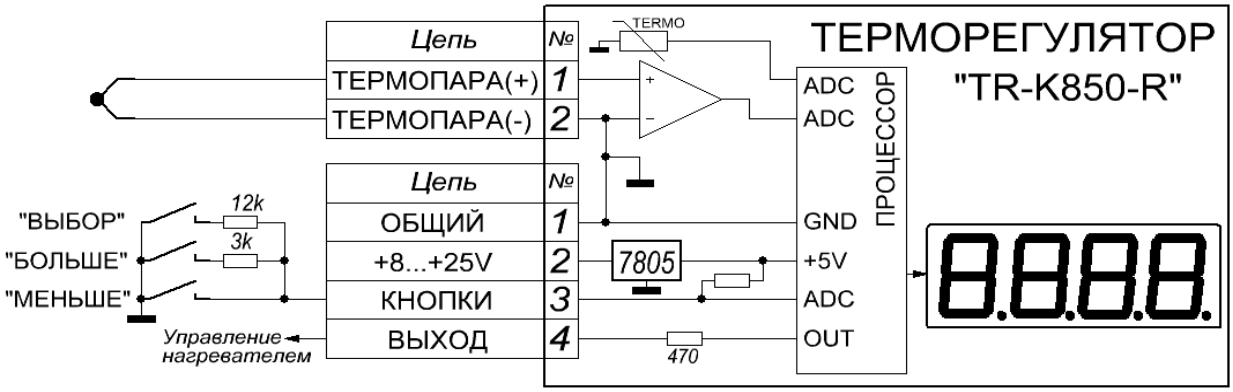

Рис.1 Схема внешних соединений (для модулей TR-K1300 и TR-K850 схема внешних соединений одинакова).
ПОРЯДОК ВКЛЮЧЕНИЯ (смотрите схему рис.1)
4. Для задания температуры и гистерезиса к модулю необходимо подключить кнопки по рис.1 (блок питания и реле PSR-12 содержит такие кнопки!). Для задания температуры достаточно двух кнопок. Кнопка «Выбор» нужна только для изменения величины гистерезиса и может подключаться технологом временно.